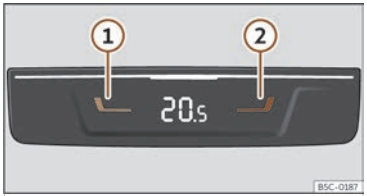

Fig. 118 Dans la partie arrière de la console centrale : commandes pour la banquette arrière.
- Appuyez sur les touches ① y ② ››› fig. 118 pour régler la température de la zone arrière.